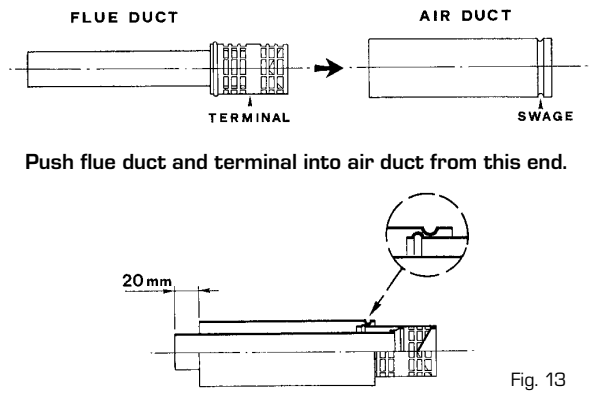

Fig. 13
- Push the flue duct assembly into the air duct until the external swaged ring on the flue terminal stops against the internal swage on the air duct (fig. 13).